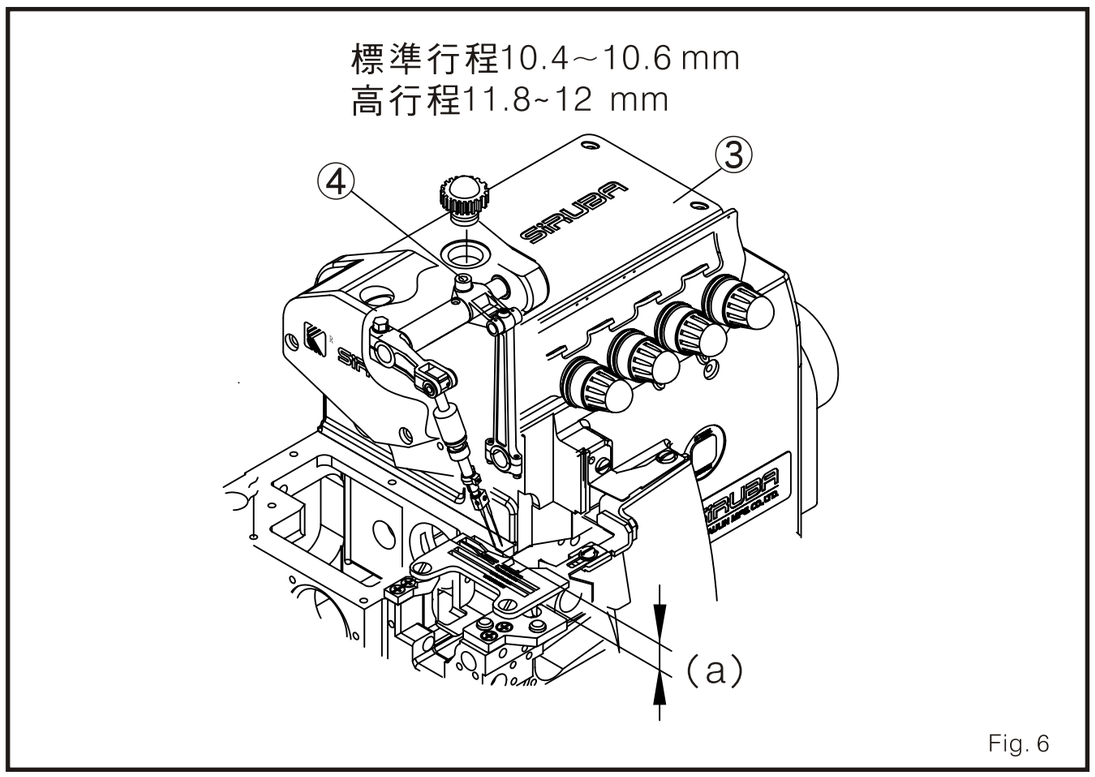

Fig. 6
1. Esta es la distancia (a) entre la punta de la aguja a la superficie de la placa aguja cuando la aguja esta elevada al punto muerto superior por la polea. (Fig. 6)